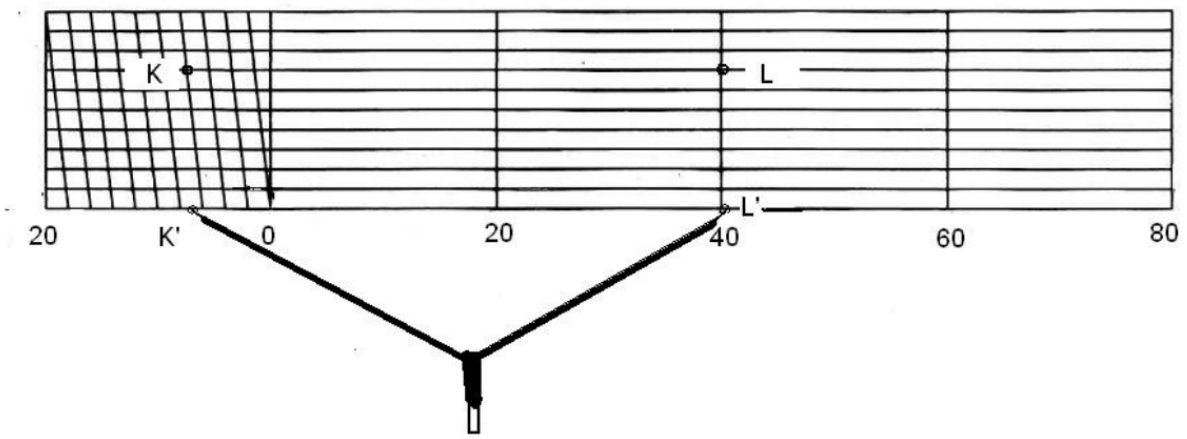

Рисунок 6. Определение длины линии с помощью поперечного масштаба 1:1000
Для определения натуральной длины линии между точками на карте, переносят эту линию K'L' раствором циркуля с карты на линию нижних оснований поперечного масштаба так, чтобы правая игла совместилась с одной из вертикалей (20), а левая игла попала бы в пределы крайнего левого основания (в пределах от 20 до 0), разделенного на мелкие части. Затем перемещают обе иглы вверх до момента, когда левая игла попадет на ближайшую наклонную линию сетки масштаба (точка K), правая игла будет находиться на прежней вертикали (в точке L), и обе иглы будут располагаться на одной из горизонтальных линий масштаба либо параллельно им (Рисунок 6).